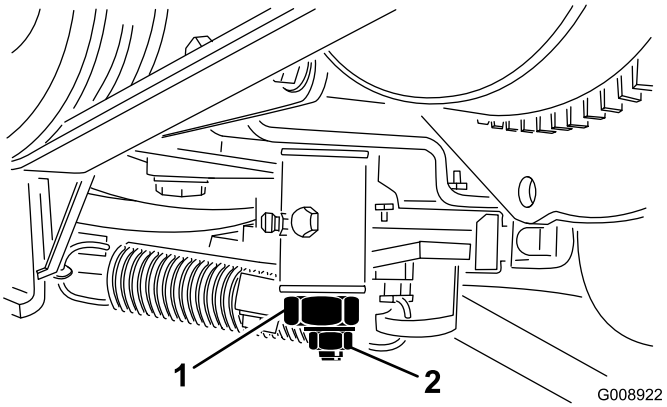

**Figur 65**
3. Løsne låsemutteren på trekkjusteringskammen (Figur 65).